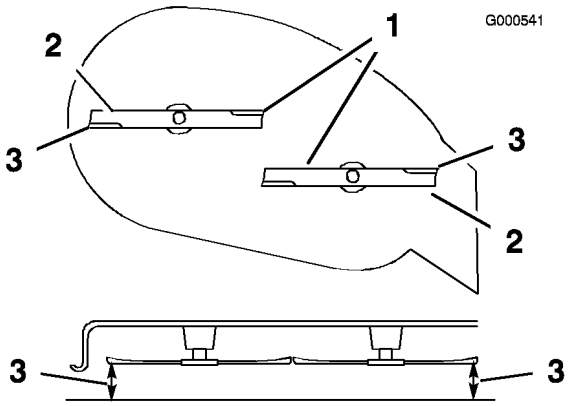

Figure 41
5. Tournez prudemment les lames pour qu'elles soient parallèles dans le sens transversal (Figure 41). Mesurez la distance entre les tranchants extérieurs et le sol plat (Figure 41). Si les deux mesures diffèrent de plus de 5 mm (3/16 pouce), un réglage s'impose. Poursuivez la procédure.